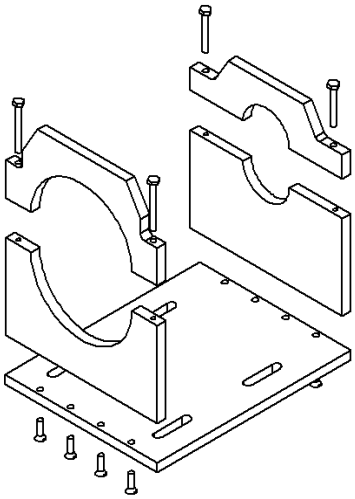

**Figure 9– Assembling the Furnace Bracket**
**Figure 9** shows the furnace bracket assembly process.